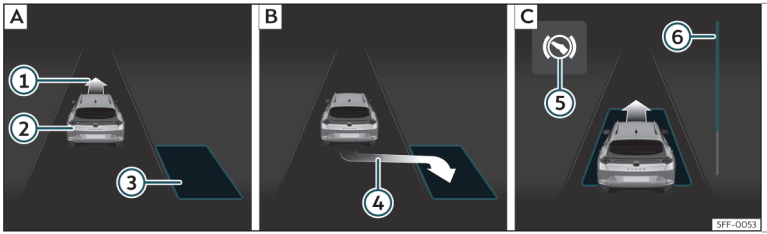
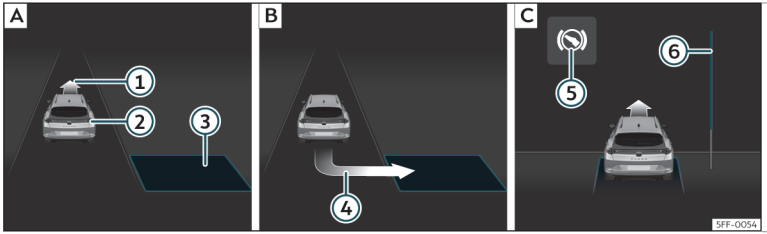

Fig. 172 En la pantalla del cuadro de instrumentos: aparcar en línea. [A] Buscar un hueco de aparcamiento. [B] Posición para aparcar. [C] Maniobrar.
Fig. 173 En la pantalla del cuadro de instrumentos: aparcar en batería. [A] Buscar un hueco de aparcamiento. [B] Posición para aparcar. [C] Maniobrar.
- Mire en la visualización de la pantalla del cuadro de instrumentos si se ha detectado el hueco como “apropiado” y si ha alcanzado la posición correcta para aparcar››› **fig. 172** [B] o››› **fig. 173** [B]. El hueco habrá sido considerado “apropiado” si en la pantalla del cuadro de instrumentos aparece la indicación de aparcar ④.
• Retroceda hasta que suene la señal continua del ParkPilot; **O BIEN:** retroceda hasta que en la pantalla del cuadro de instrumentos aparezca la indicación de dar marcha adelante››› **fig. 172** C o››› **fig. 173** C; **O BIEN:** retroceda hasta que en la pantalla del cuadro de instrumentos aparezca el mensaje **`Park Assist finalizado`**. La barra de progreso ⑥ indica la distancia que hay que recorrer››› **pág. 284**.
• Dé marcha adelante hasta que suene la señal continua del ParkPilot; **O BIEN:** dé marcha adelante hasta que en la pantalla del cuadro de instrumentos aparezca la indicación de dar marcha atrás. El sistema de aparcamiento asistido dirige el vehículo marcha adelante y marcha atrás hasta centrarlo en el hueco››› **fig. 172** C o››› **fig. 173** C.
La barra de progreso ››› **fig. 172** ⑥ y››› **fig. 173** ⑥ muestra simbólicamente en la pantalla del cuadro de instrumentos la distancia relativa que aún queda por recorrer. Cuanto mayor es la distancia, más llena está la barra de progreso. Al circular marcha adelante, el contenido de la barra de progreso disminuye hacia arriba, y al circular marcha atrás, disminuye hacia abajo.